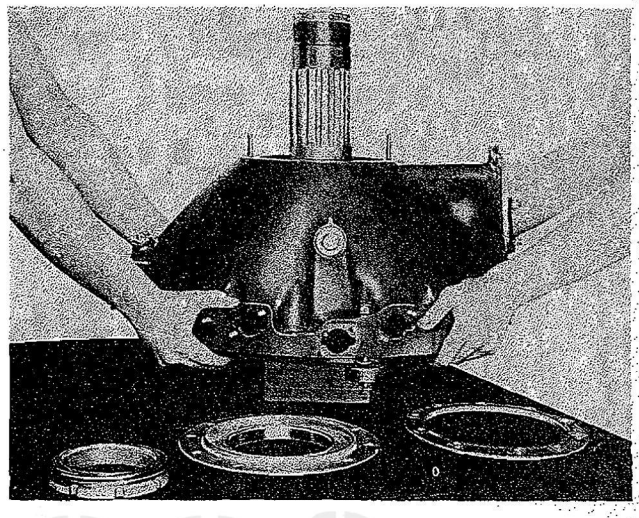

Figure 181—Installing Crankcase Front Section Over Propeller Shaft
b. Lubricate the thrust bearing retainer in the crankcase front section with corrosion preventive mixture. Install the front section over the aligning studs in the stationary reduction gear. Refer to Figure 181. It may be necessary to wait until the thrust bearing has cooled before installing the front section, since the outer race of the bearing may have expanded sufficiently during heating to prevent its entering the retainer. Insure that the lip on the front end of the thrust bearing retainer is bottomed on the bearing outer race.